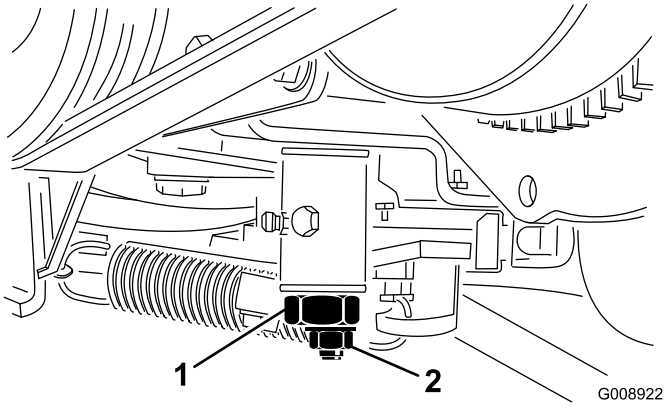

Figuur 68
3. Draai de borgmoer op de afstelnok van de tractie los (Figuur 68).